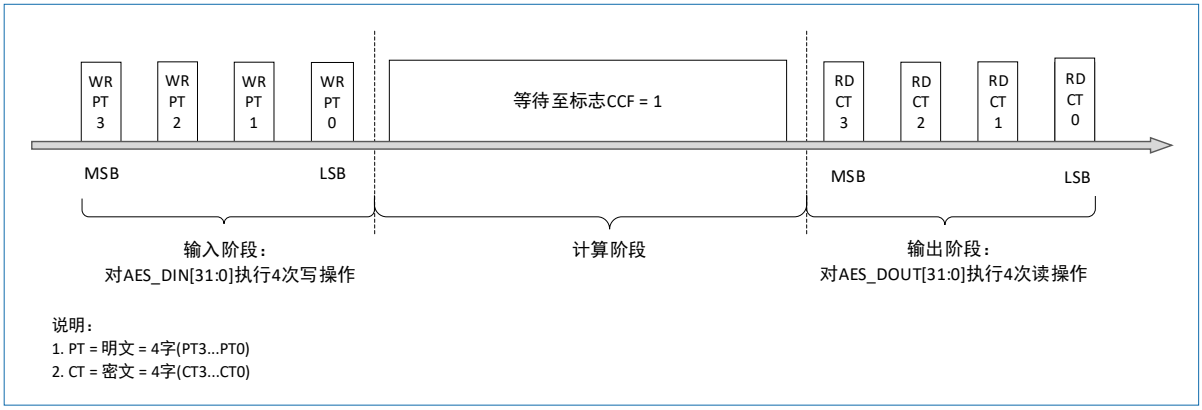

图 31-9 模式 1：加密
5. 对 AES_DINR 寄存器执行 4 次写入操作，以输入明文（MSB 优先），如图 31-9 所示。
7. 对 AES_DOUTR 寄存器执行 4 次读取操作，以获取密文（MSB 优先），如图 31-9 所示。